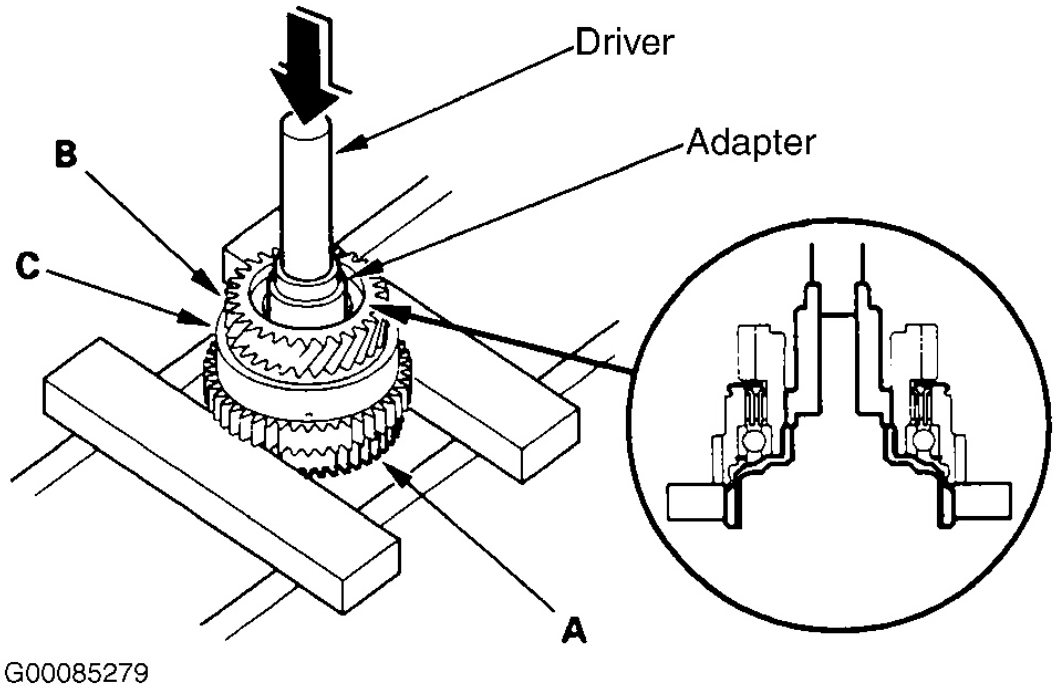

Fig. 45: Removing 1st-Hold Clutch
1. Remove the 1st-hold clutch hub from the 1st gear with driver and a press. See **Fig. 45** .